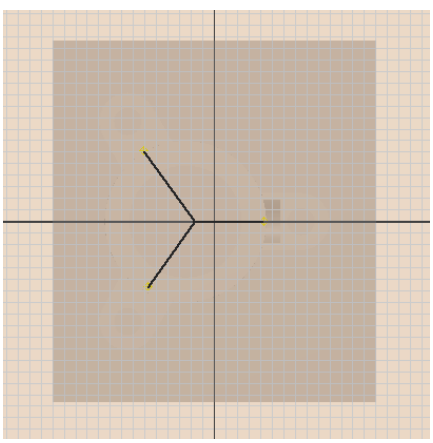

Figure 19-60 *Sketch for the runner*
3. Create the runner sketch, as shown in Figure 19-60, using the Top view orientation.